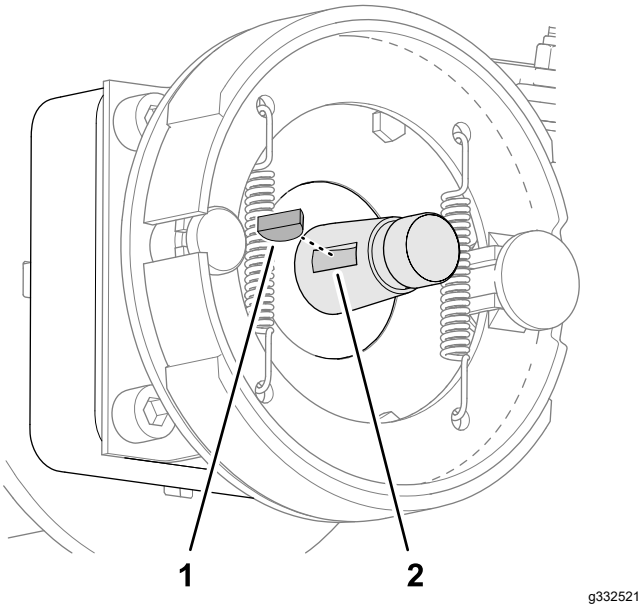

Rysunek 73
2. Włóż wpust czółenkowy do rowka w wale silnika koła (Rysunek 73).